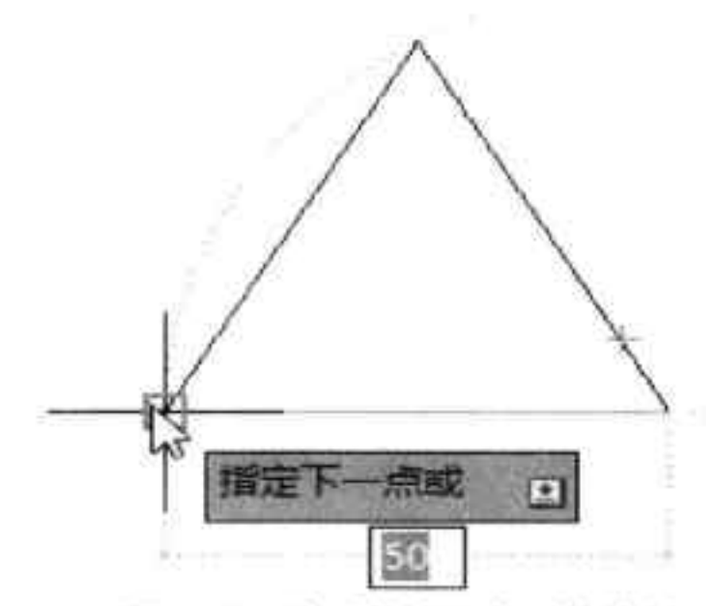

图4-16 完成等边三角形的绘制
Step 04 将光标向左移动，并捕捉第一条线段起点，完成等边三角形的绘制，如图 4-16 所示。